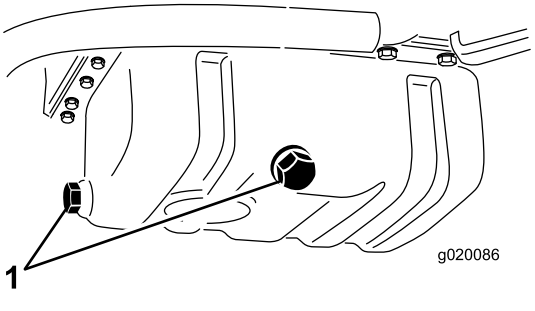

Figur 53
2. Ta bort en av avtappningspluggarna (Figur 53) och låt oljan rinna ned i ett avtappningskärl. Sätt på avtappningspluggen igen när oljan har slutat att rinna.